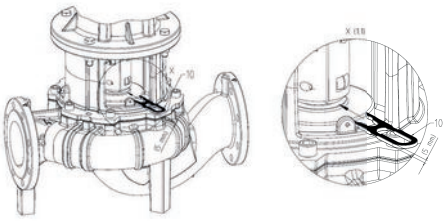

Fig. 47: Positioning the forked spacer
10. Push the forked spacer (Fig. 47, Item 10) between the lantern and coupling. The forked spacer must sit there without any play.